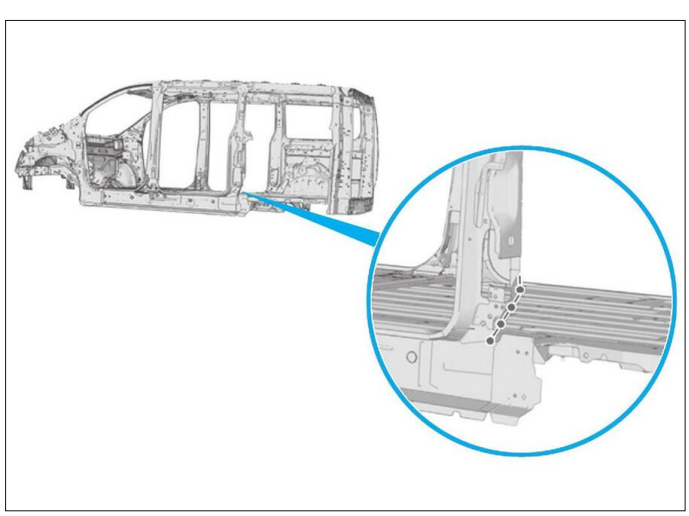

FIG. 106
• Préparer les bords d'accostage et les protéger par un apprêt soudable **(Fig.106)**